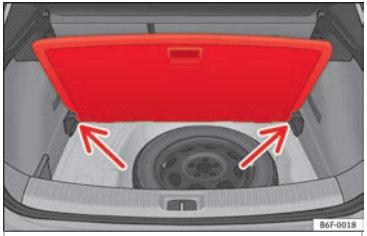

Fig. 169 Luggage compartment variable floor: sloped position.
- Lift the variable floor in the high position using handle (1), pull it up and push it towards the backrest of the rear seats until the floor folds along the hinge line and the movable part of the floor is resting on itself.
- Rest the floor on its housings ››› **Fig. 169** (arrows).